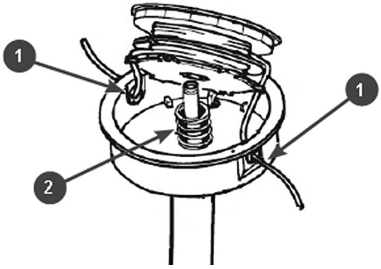

Рис. 15. Установка катушки
7. Установите корпус на выходной вал (Рис. 15). Проденьте концы корда в отверстия 1 на корпусе триммерной головки и установите катушку с кордом в корпус головки (Рис. 15).
Не забывайте установить пружину 2 под катушку с кордом (Рис. 15).